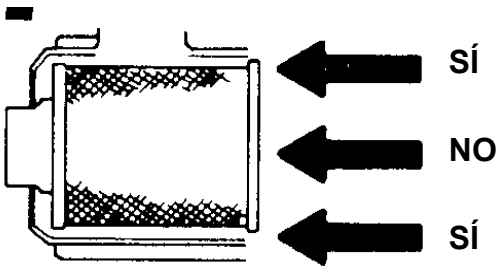

FIGURA 7-8
b. INSERTE EL FILTRO CORRECTAMENTE. El área de sellado se encuentra en el interior del extremo abierto del filtro primario. Un filtro nuevo contiene un lubricante seco para ayudarle en la instalación. El área de sellado crítico se estirará levemente, ajustándose y distribuyendo la presión de sellado en forma pareja. Para completar un sellado ajustado, aplique presión al borde exterior del filtro, no en el centro flexible. No se necesita presión de la cubierta para sostener el sello (Figura 7-8).